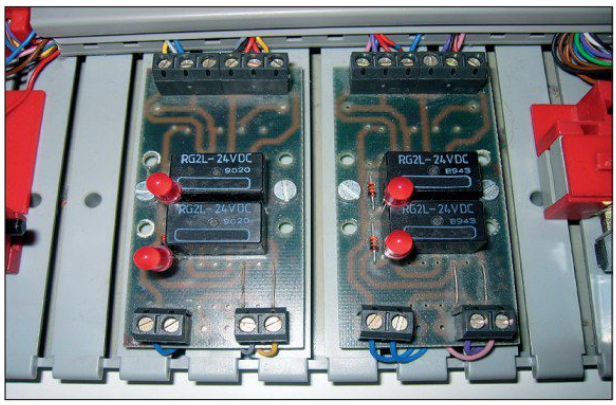

Bild 2: Relaisstation
5. Wie wird die Steuerung **(Bild 2)** der Anlage ausgeführt?